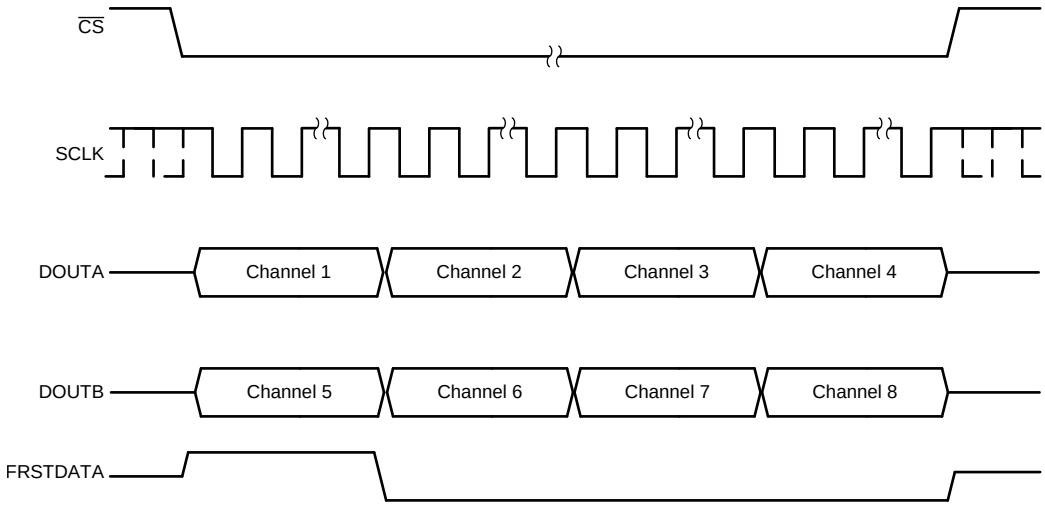

Figure 70. Data Read Back in the Serial Interface Using Both DOUTA and DOUTB Timing Diagram
- In order to minimize the time for the data read operation in serial mode, both DOUTA and DOUTB can be used to read data out of the device. In this case, the conversion results from the first set of channels (channels 1-4) appear on DOUTA and the conversion results from the second set of channels (channels 5-8) appear first on DOUTB. To read the data for all channels, provide a total of 18 × 4 = 72 SCLK cycles. This entire data frame can be created within a single $\overline{CS}$ pulse or each group of 18 SCLK cycles can be individually framed by the $\overline{CS}$ signal. Figure 70 shows this operation.